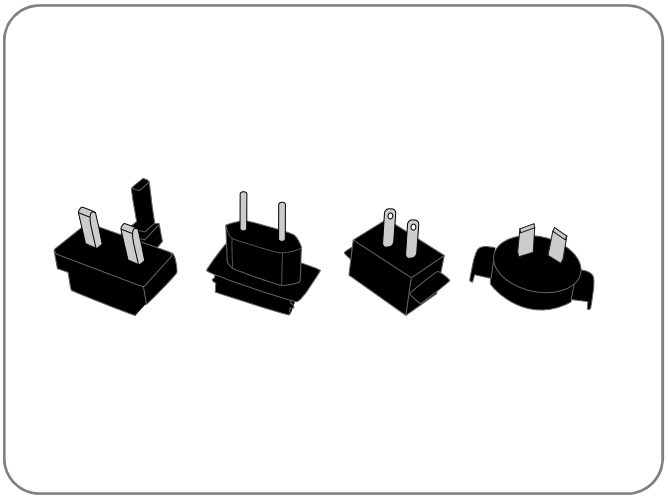

図 8-1: システム充電器の互換性ブレード
1. 電源コンセントと一致する互換性ブレードを選択してください。米国、欧州連合、オーストラリア、英国で使用するように 4 種類のブレードが提供されています（図 8-1 を参照）。